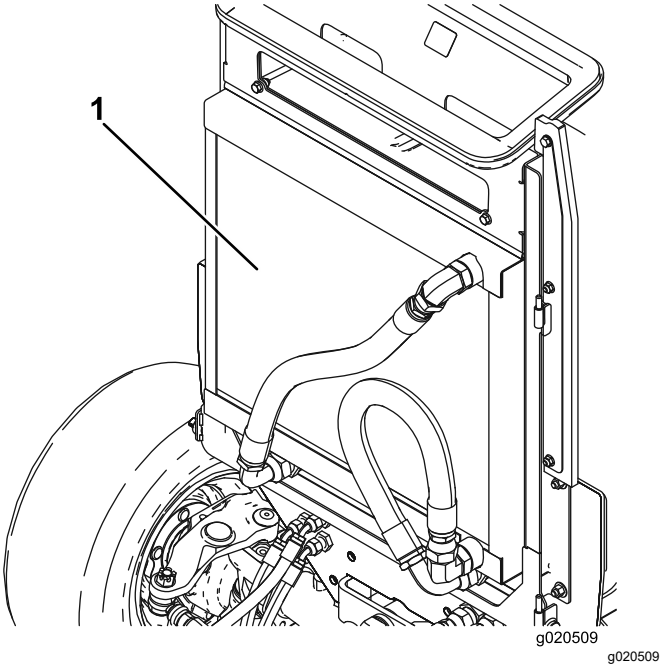

图 116
4. 用压缩空气彻底清洁油冷却器两侧/散热器区域 (图 116)。 从前面开始将杂物向背面吹出。然后从背面清洁再向前面吹。重复此程序数次直至所有草屑和杂物都被清除。